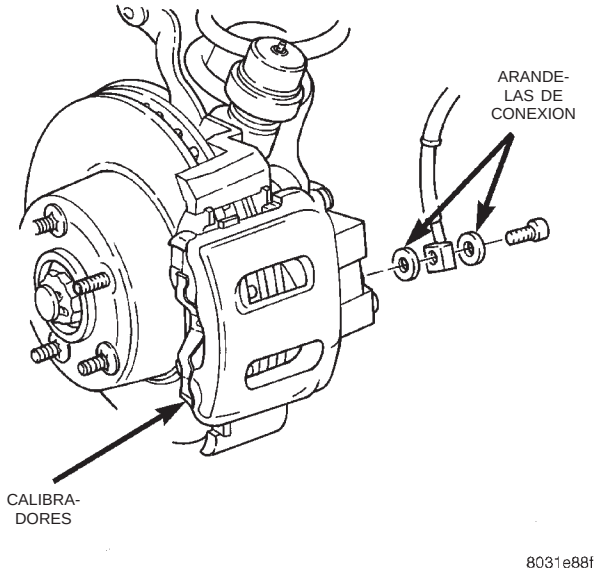

Fig. 25 Manguera de freno y perno
(5) Retire el perno de instalación de la manguera de freno y deseche las arandelas (Fig. 25).